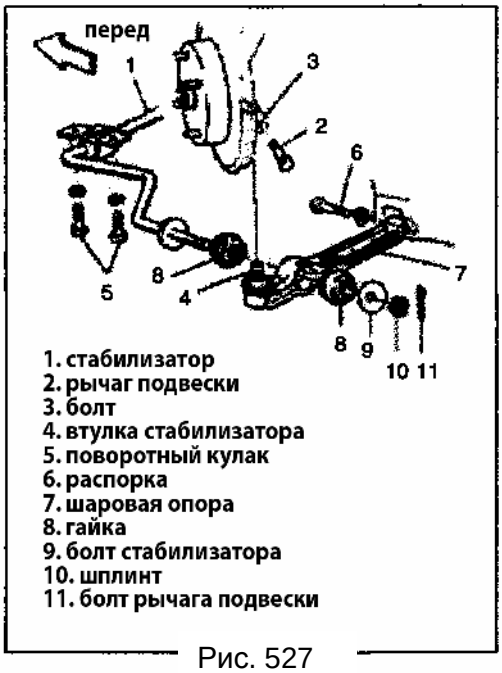

Рис. 527
2) Снимите шплинт стабилизатора, гайку и распорку (Рис.527).